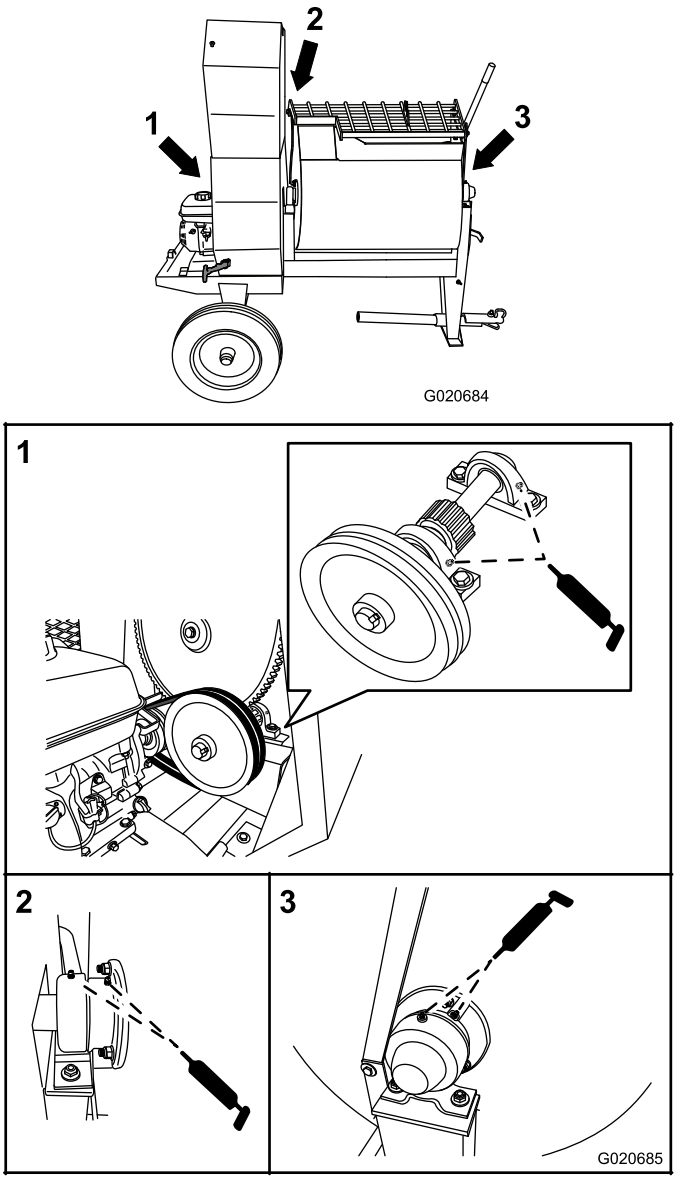

Figure 48
1. Clean around each grease fitting with a rag and lift the plastic cap off the grease fitting (Figure 48).
- For the pillow-block bearings, pump 1 shot of grease into each fitting (Figure 48).
- For the trunnions, pump several shots of grease into each fitting until it starts to ooze out of the bearing housing (Figure 48).